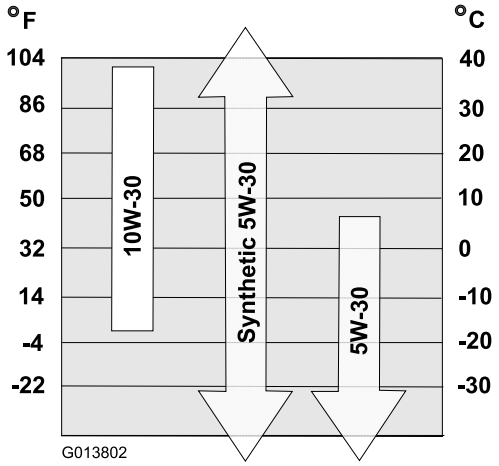

Figur 20
6. Använd Figur 20 nedan för att välja rätt oljeviskositet för det förväntade utomhustemperaturintervallet: